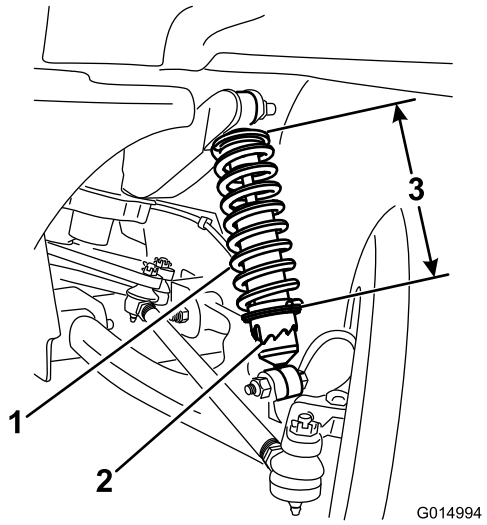

Figur 61
3. Ändra fjäderns längd genom att rotera kragen på stötdämparen med TORO 6010-verktyget (Figur 61).